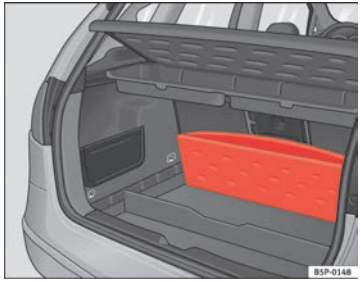

Fig. 106 Foldable luggage compartment cover
– Lift the luggage compartment floor and fold it back all the way ⇒ fig. 106.